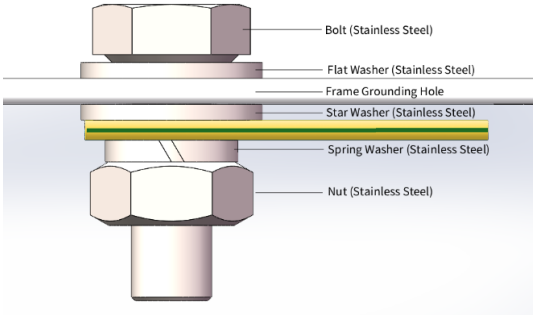

Figure 21 Schematic diagram for installation of grounding wire fastened by bolt
- Grounding wire installation with bolts: Stainless steel bolts are recommended for grounding and should be used in the designated grounding holes. First, insert the stainless steel bolt through the flat washer, then through the grounding hole of the frame, the flat washer, and the star washer, and finally tighten with a nut. The installation diagram is shown in Figure 21.